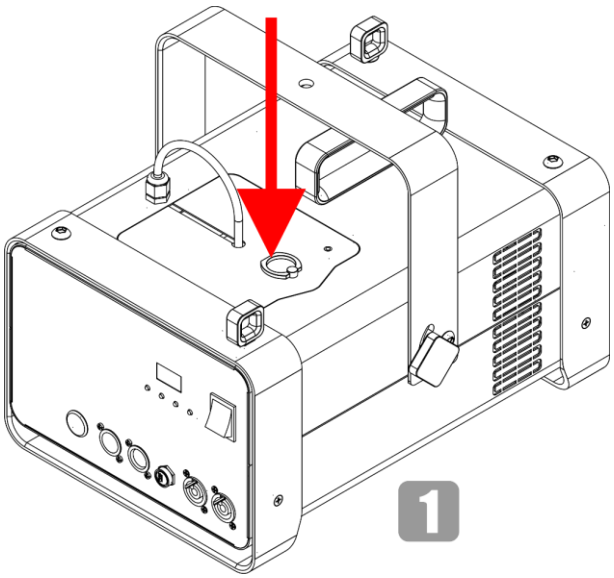

Fig. 21
01) Lift the small ring on top of the device to open the service lid, as shown in Fig. 21.